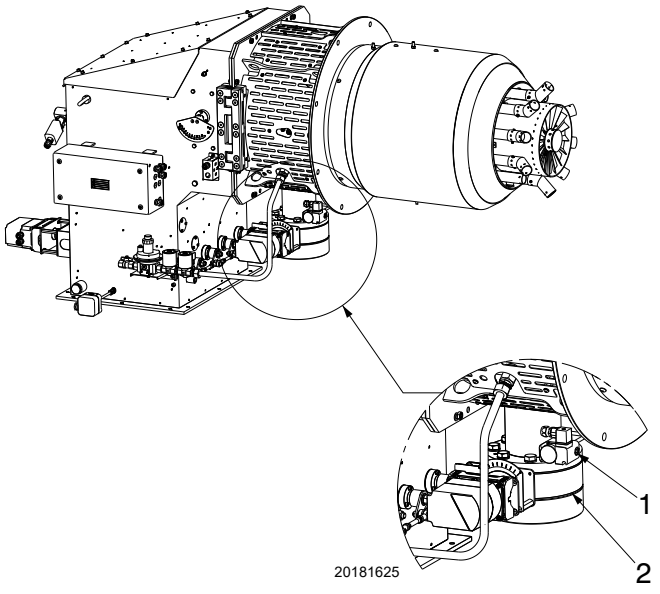

Fig. 21
Gas pressure measured at test point 1)(Fig. 21), with:
Pressure loss at gas butterfly valve 2)(Fig. 21) with maximum opening: 90°.
– subtract the pressure in combustion chamber from the gas pressure measured at test point 1)(Fig. 21);
Gas pressure at test point 1)(Fig. 21) = 17.7 mbar
To calculate the required gas pressure at test point 1)(Fig. 21), set the maximum modulating output required from the burner operation:
– read, on the right (column 1), the pressure at the test point 1)(Fig. 21).
pressure required at test point 1)(Fig. 21).